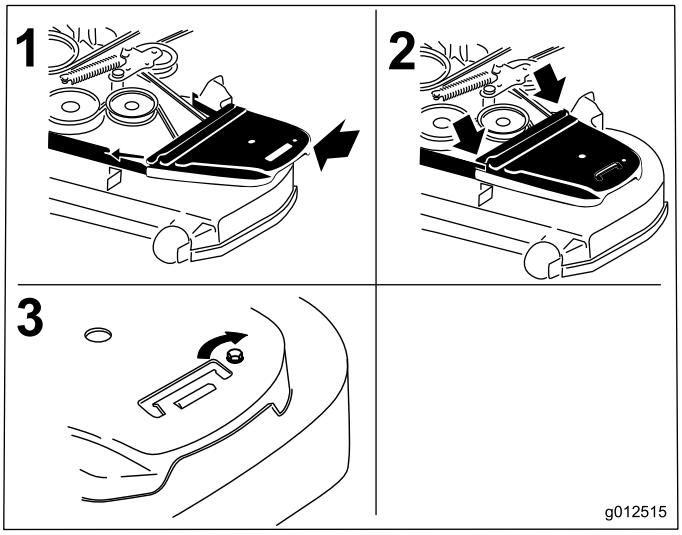

Figur 74
12. Montera remkåporna och skruvarna som fäster dem (Figur 74).